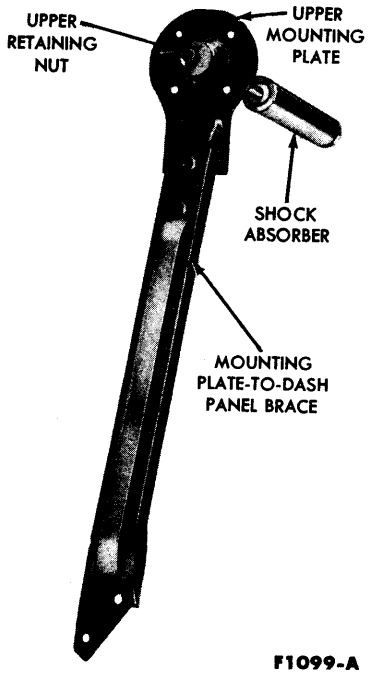

FIG. 3—Front Shock Absorber Mounting Assembly
four shock absorber upper mounting plate retaining bolts and the two bolts that attach the mounting plate-to-dash panel brace at the dash panel (Fig. 3). Remove the shock absorber, upper mounting plate, and upper mounting plate-to-dash panel brace as an assembly.
4. Remove the shock absorber upper retaining nut, insulator, and washer, then separate the shock absorber from the upper mounting plate (Fig. 3).
5. Assemble the shock absorber upper mounting stud to the mounting plate with the washer and insulator, and secure with the retaining nut (Fig. 3).
4. Open the hood, then remove the four shock absorber upper mounting plate retaining bolts and the two bolts that attach the mounting plate-to-dash panel brace at the dash panel. (Fig. 3). Remove the shock absorber, upper mounting plate, and upper mounting plate-to-dash panel brace as an assembly.
10. Position the shock absorber and mounting assembly in place (Fig. 3), then install the upper mounting plate bolts and the dash panel brace bolts.